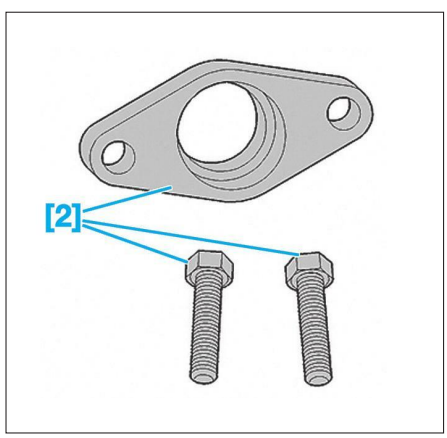

**Fig. 29**
- [2] Outil d'extraction (réf. 0188R) **(Fig.29)**.